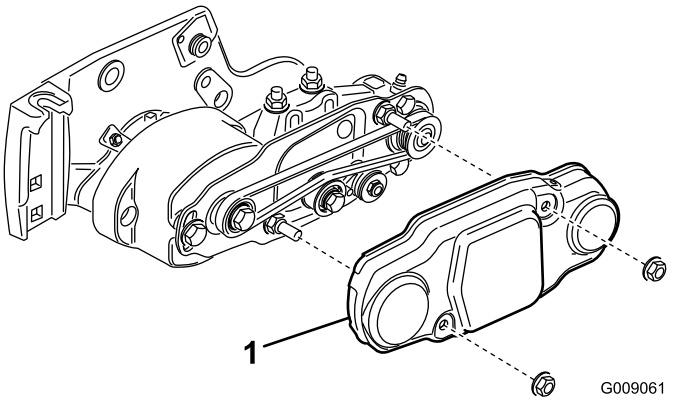

Figur 18
25. Skyv remdekselet på monteringsboltene, og fest med to flensmuttere (Figur 18).